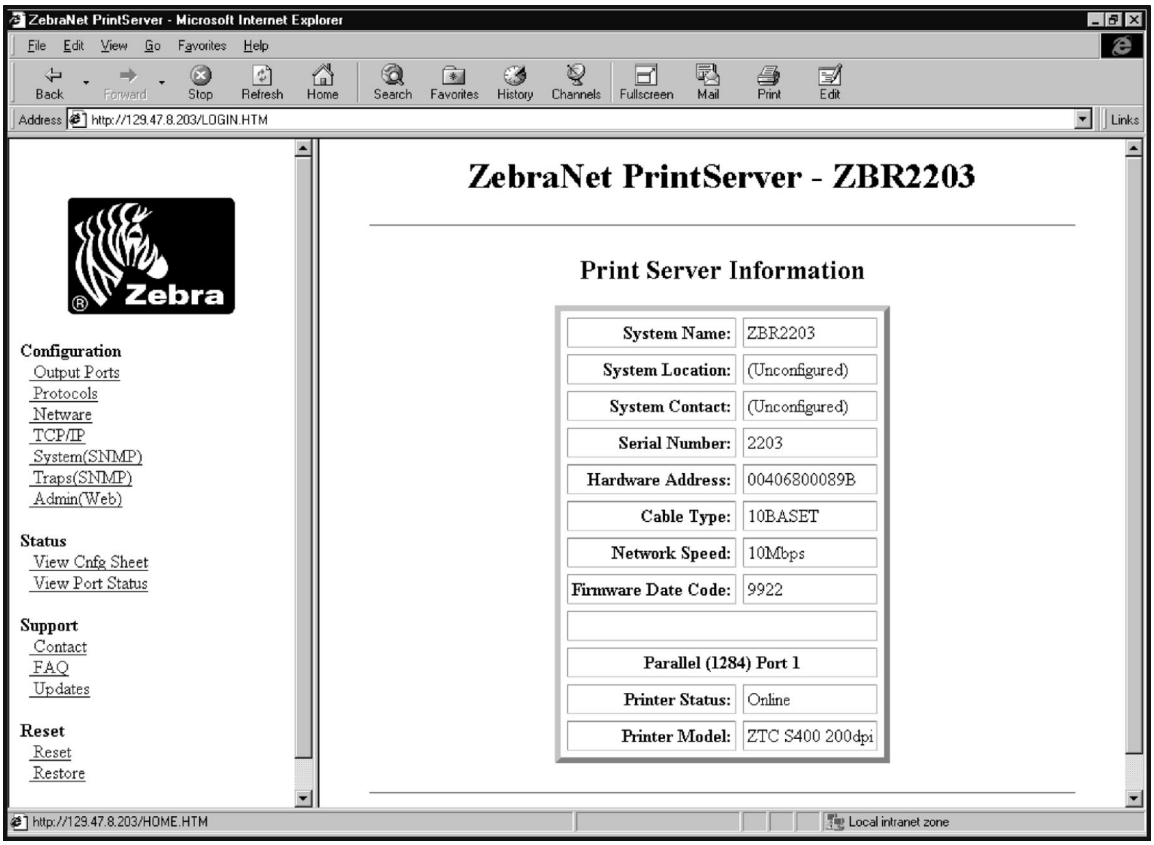

Figure 5. ZebraNet Web-view example
- You may use a standard **Web Browser** to setup and manage your PrintServer II after you assign it a **TCP/IP** address using either **HP JetAdmin** or the **ZebraNet View** utility. (Simply type: http:\\ip address - i.e. http:\\129.47.8.203.) Refer to Figure 5 for an example of the ZebraNet Web-view window.